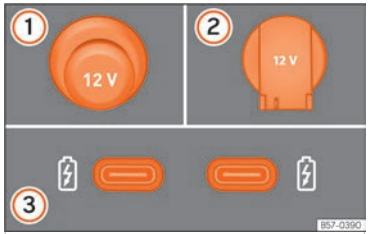

Fig. 158 Vehicle 12 volt socket.
››› Fig. 158
Depending on the equipment and the country, the vehicle may also have USB connections **exclusively for charging or as a power socket** ››› Fig. 158 ③.